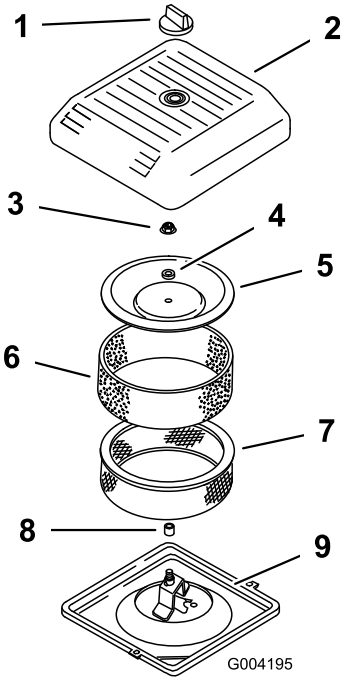

**Figuur 43**
3. Draai de knop los en verwijder het luchtfilterdeksel (Figuur 43).
4. Schuif voorzichtig het schuimfilter van het papieren element (Figuur 43).
5. Draai de dekselmoer los en verwijder deksel en papierfilter (Figuur 43).
2. Plaats de luchtreiniger op het onderstuk van de luchtreiniger (Figuur 43).
3. Monteer het accudeksel en zet dit goed vast met de dekselmoer (Figuur 43). Draai de moer vast met een torsie van 11 Nm.
4. Plaats het luchtfilterdeksel en zet het vast met de knop (Figuur 43).